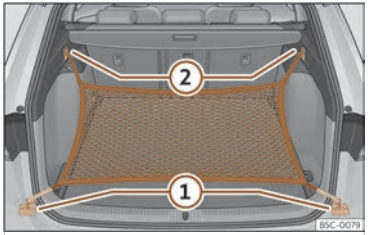

Fig. 201 Dans le coffre à bagages : œillets ① et crochets ② pour accrocher le filet.
- Fixez les crochets courts du filet aux œillets d'amarrage ››› fig. 201 ① ››› ⚠. La fermeture à glissière du sac doit rester vers le haut.
- Fixez les rubans aux crochets pour accrocher des sacs ②.